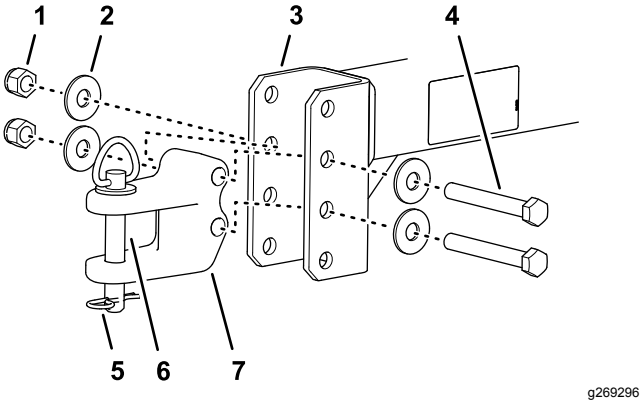

Rysunek 6
1. Wyreguluj położenie klamry zaczepu względem dyszla tak, aby dyszel był ustawiony równo z belką zaczepową jednostki jezdnej (Rysunek 6).
2. Przymocuj klamrę zaczepu do dyszla za pomocą 2 śrub mocujących, 4 podkładek i 2 przeciwnakrętek (Rysunek 6).
4. Przymocuj zaczep do belki zaczepowej za pomocą sworznia i zawleczki (Rysunek 6).